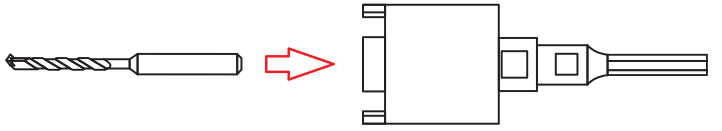

Рис. 2
4. Соедините алмазную коронку с адаптером. Вставьте центровочное сверло в адаптер (рис. 2).